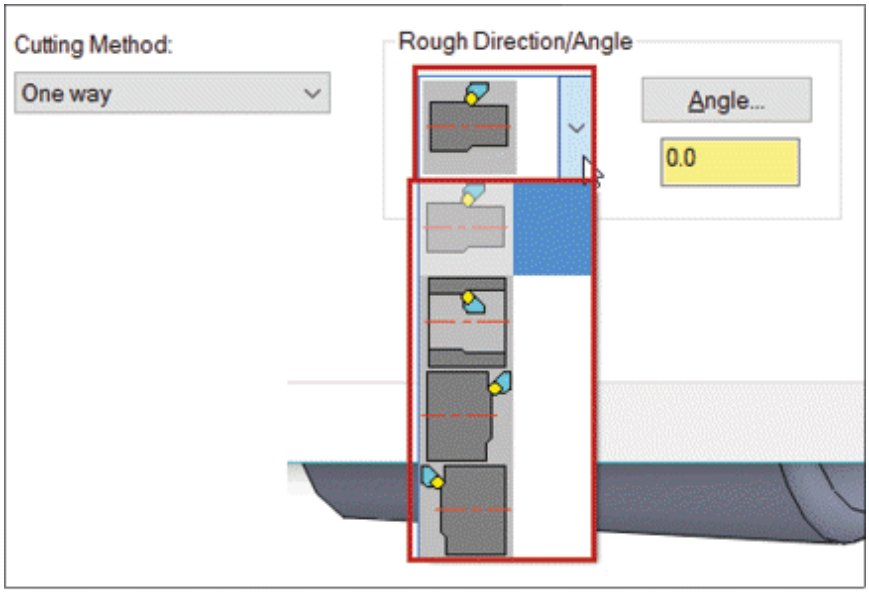

Figure-44. Rough Direction drop-down
- Select the direction of roughing from the drop-down in the **Rough Direction/Angle** area of the dialog box; refer to Figure-44. Set the tool cutting edge angle in the **Angle** edit box of this area.